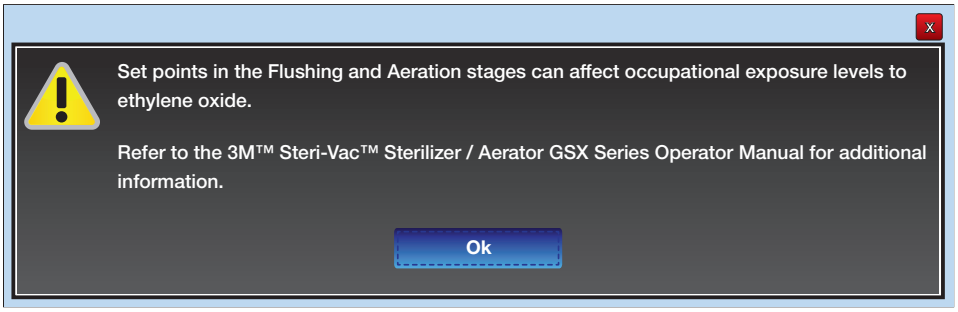

Figure 37.
1. Each time the 3M Cycle Programmer is opened, the user must be aware that Flushing and Aeration stages affect occupational exposure levels of ethylene oxide (EO), therefore the user must acknowledge this safety feature prior to creating or modifying a custom EO cycle. (Figure 37).